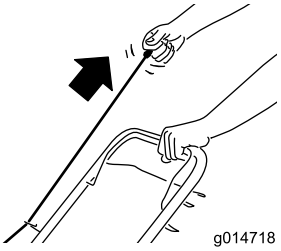

Rysunek 17
2. Przekręć kluczyk zapłonu (tylko modele z rozruchem elektrycznym; patrzRysunek 16) lub pociągnij uchwyt rozrusznika linkowego (Rysunek 17).